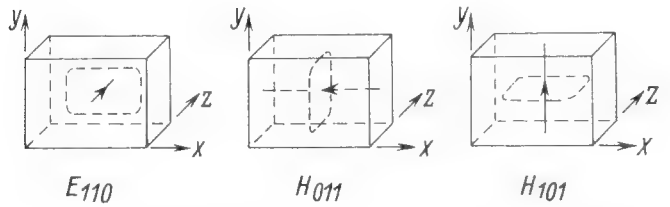

Bild 10. Die sich bei verschiedener Orientierung der Schwingung aber fest gehaltenem Koordinatensystem ergebenden Bezeichnungen
3. Hält man das Koordinatensystem fest, so entsprechen Feldbilder und Schwingungsbezeichnung einander wie folgt (Bild 10):